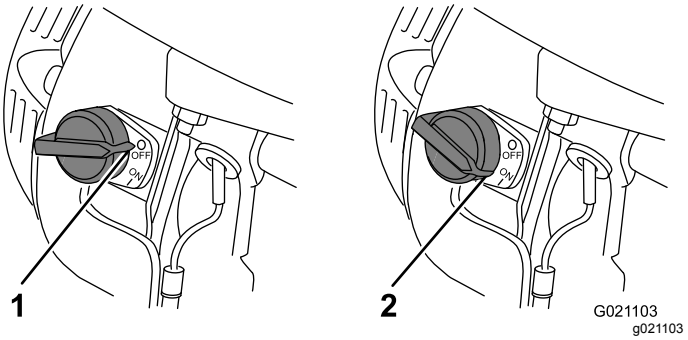

Figure 14
L'interrupteur Marche/Arrêt (Figure 14) permet de démarrer et d'arrêter le moteur. Cet interrupteur est situé sur l'avant du moteur. Tournez l'interrupteur Marche/Arrêt en position de MARCHE (ON) pour démarrer le moteur et le faire tourner. Tournez l'interrupteur Marche/Arrêt en position ARRÊT (OFF) pour arrêter le moteur.